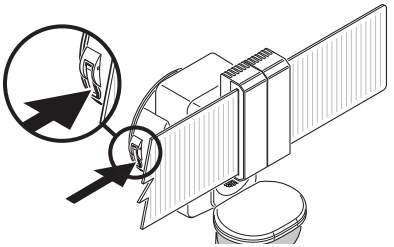

Figure 7
7. Abaissez complètement la poignée de verrouillage pour fixer le luminaire à la plaque de montage (voir la Figure 7).